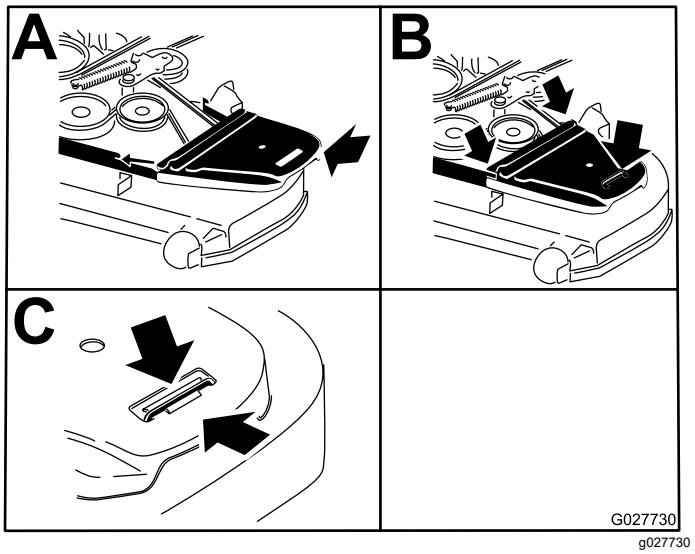

**Figur 88**
14. Monter remskærmene (Figur 88).